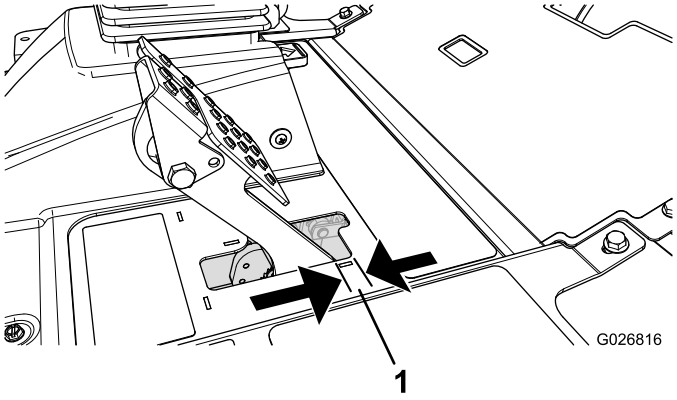

Figur 67
Justera bromsarna om bromspedalen har mer än 2,5 cm fritt spel (Figur 67) eller om större fasthållningskraft krävs. Det fria spelet är det avstånd bromspedalen förflyttar sig innan bromsmotståndet känns av.
2. Dra åt den bakre muttern så att kabeln förs bakåt tills bromspedalerna har ett fritt spel på 0,63–1,27 cm (Figur 67) innan hjulen låses.